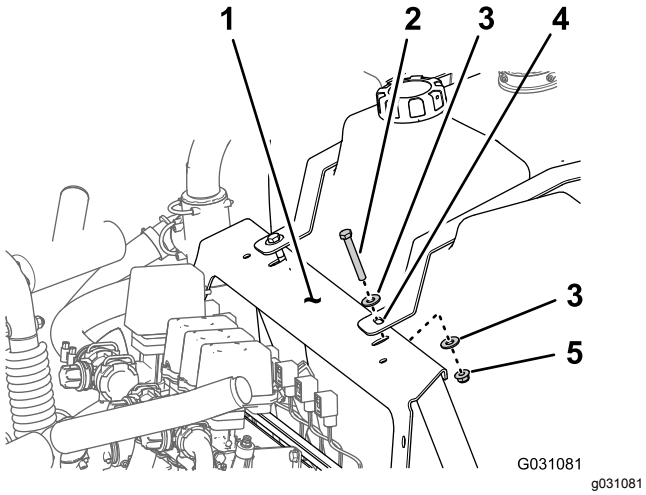

Figur 1
C. Fjern de to boltene (3/8 x 2-3/4 tomme), de to flenslåsemutterne (3/8 tomme) og de fire skivene (3/8 tomme) som fester stroppene for skylletanken til manifoldfestet (Figur 1).